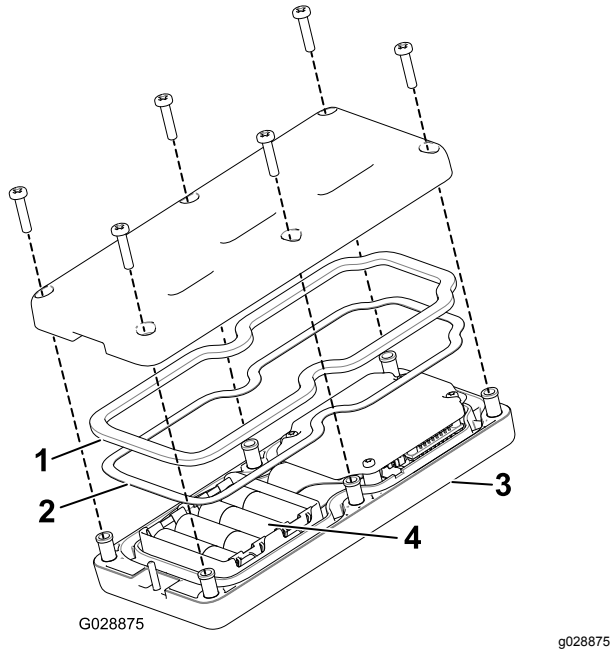

Figuur 38
3. Verwijder de 6 schroeven van de achterkant van de afstandsbediening en verwijder het deksel (Figuur 38).
5. Let op de polariteit van de batterijen terwijl u de nieuwe plaatst. (Als de batterijen onjuist worden geplaatst, raakt de eenheid niet beschadigd, maar ze zal niet meer functioneren). Op het draagtoestel staat de polariteit van de contacten aangegeven (Figuur 38).
6. Als u per ongeluk de rubberen afdichting en de stalen pakking hebt verwijderd, moet u ze zorgvuldig terug plaatsen in de groef in het bedieningspaneel (Figuur 38).
7. Plaats het deksel terug en bevestig het met de 6 schroeven die u eerder hebt verwijderd (Figuur 38) en draai deze vast met een torsie van 1,5 tot 1,7 N·m.